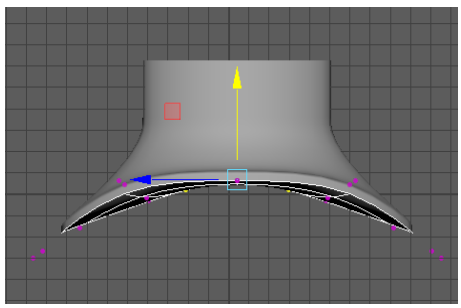

Figure 4-23 *The final output*
11. Choose **View > Predefined Bookmarks > Right Side** from the **Panel** menu; the right side-X viewport is activated. Choose **Move Tool** from the Tool Box and move the selected vertices upward along the Y axis to get the final output, refer to Figure 4-23.